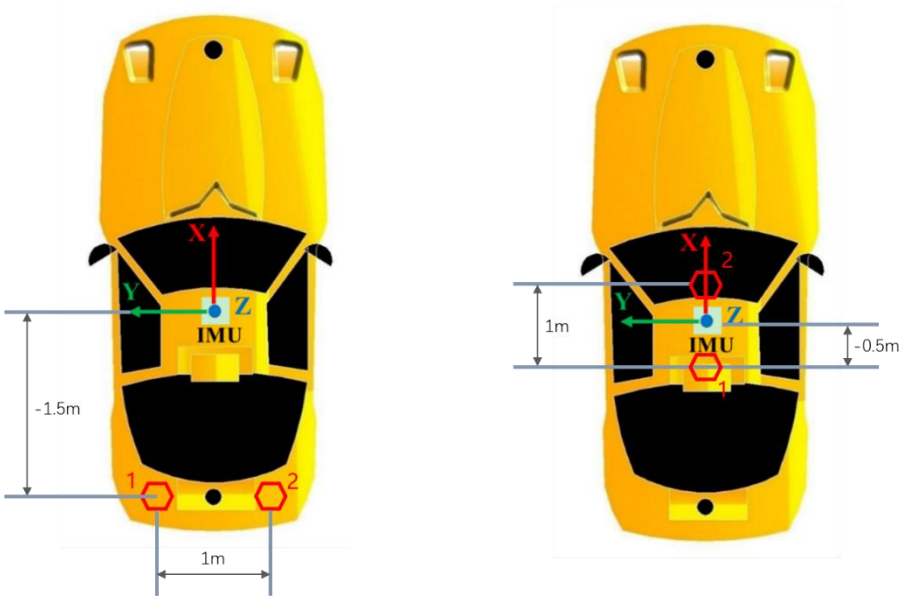

图 7 YIN680 组合导航系统推荐安装示意图
YIN680 支持单天线与双天线两种天线安装模式，推荐使用双天线模式。双天线模式可以快速地让系统完成初始化后进入组合导航状态，推荐的双天线连线方向与载体前进方向一致或与载体前进方向垂直，如图 7 所示。安装天线时需要注意以下几点：
1. 主天线 1 主要用来进行卫星定位解算，需要测量主天线 1 到 YIN680 间的杆臂。杆臂为 YIN680 中心到主天线 1 相位中心的向量，在系统进行组合导航解算时需做精确的杆臂补偿以达到最优的定位精度。杆臂在 IMU 坐标系下进行测量，如图 7（a）所示为例，杆臂为[-1.5 -0.5 0](单位：m，沿 X 轴正向取正，沿 Y 轴、Z 轴正向取负)。
2. 辅天线 2 主要用于双天线定向测量，主辅天线需要在同一平面且辅天线 2 在主天线 1 前方。默认安装形式如图 7（a）所示，主辅天线之间连线与车头中轴线垂直。如果是其他的双天线安装形式，如图 7（b）所示，需要测量主辅天线相位中心连线与车头中轴线的安装角，取逆时针为正，并写入到系统的存储当中。例如图 7（b），双天线安装角为 0°。
3. 主辅天线之间的距离需要测量，默认的安装形式如图 7(a)所示，双天线之间距离为 1m。双天线间距越大越好，如改变双天线安装距离，则需要准确测量主辅天线相位中心的距离，并写入到系统的存储当中。